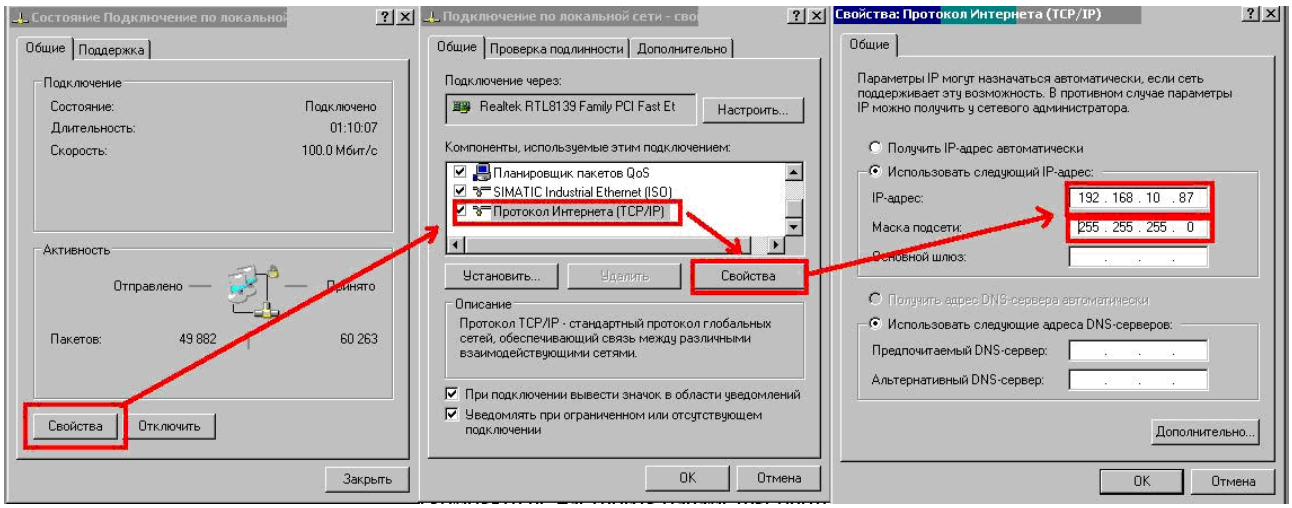

Рис. 1 − Настройки протокола TCP/IP
3. Настройте параметры протокола TCP/IP для сетевого подключения таким образом, чтобы ПК находился в одной подсети с прибором. Для этого, в большинстве случаев достаточно присвоить компьютеру IP-адрес, отличающийся только последней цифрой от IP-адреса прибора. Нажмите кнопку «ОК» на панели «Свойства: Протокол Интернета (TCP/IP)» (см. рис. 1).